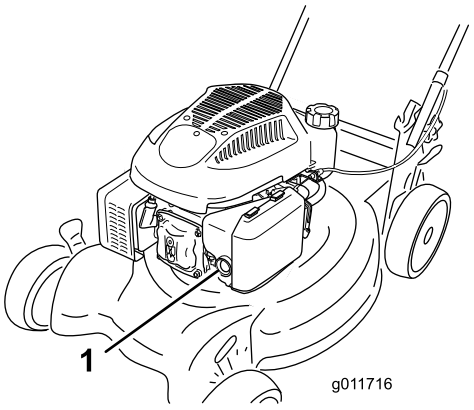

Figure 10
1. Appuyez fermement à 3 reprises sur l'amorceur avec le pouce, en marquant une pause d'une seconde chaque fois (Figure 10).